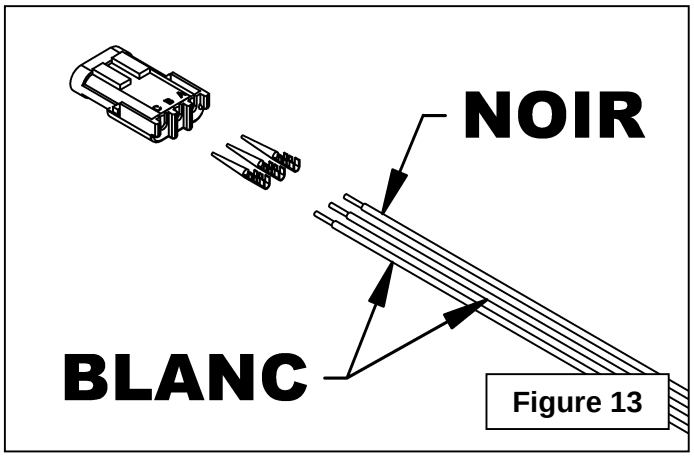

Figure 13
17. Figure 13 : Poser les terminaux mâles sur le bout dénudé des fils blancs et du fil de mise en terre noir. Connecter ces terminaux au connecteur femelle à trois cavités en vous assurant d'installer le fil noir dans la cavité "A".